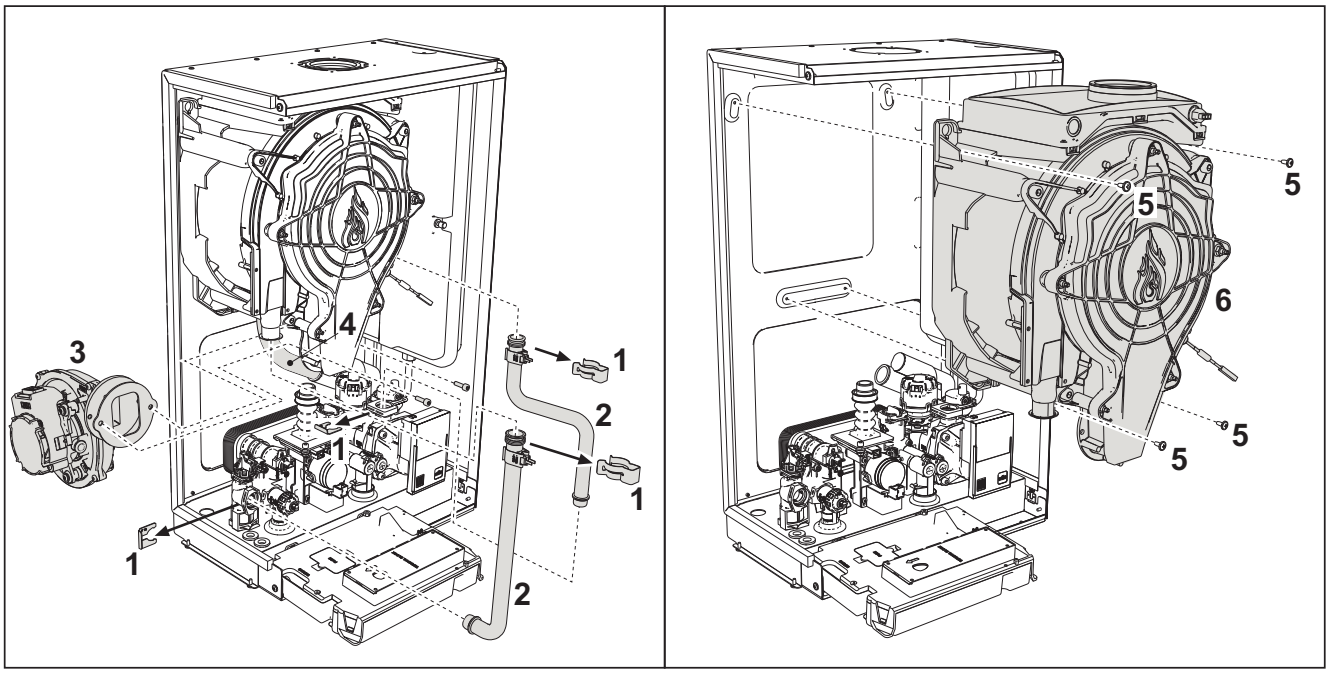

рис. 40- Основной теплообменник
- Снимите 2 **верхних винта “5”** крепления теплообменника к раме (рис. 40).
- Снимите 2 **нижних винта “5”** крепления теплообменника к раме (рис. 40).